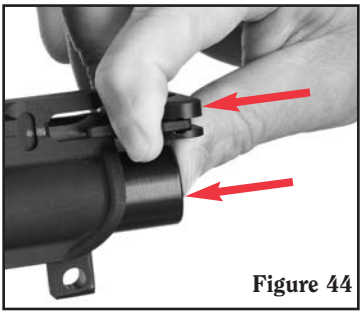

Figure 44
d. The bolt carrier will not fall out of the upper receiver as long as the charging handle is locked onto the upper receiver. (See Figure 44.)